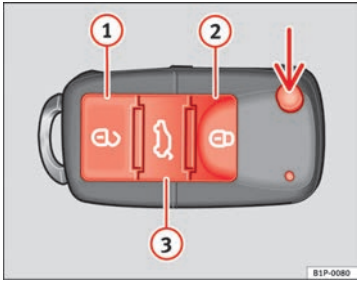

Fig. 46 Assignment of buttons on the remote control key
Using the button ⇒ fig. 46 (arrow) on the control, the key blade is released.
Unlocking the vehicle ⇒ fig. 46 (1).
Locking the vehicle ⇒ fig. 46 (2).
Unlocking the tailgate. Press button ⇒ fig. 46 (3) until all the turn signals on the vehicle flash briefly. When the unlocking button (3) is pressed, you have 2 minutes to open the door. Once this time has passed, it will lock again.
– Press the button (2) ⇒ fig. 46 on the remote control.
– Press the button (1) ⇒ fig. 46 on the remote control.
To change the locking / unlocking status, press the button or the button 1 ⇒ fig. 46 on the remote control key.